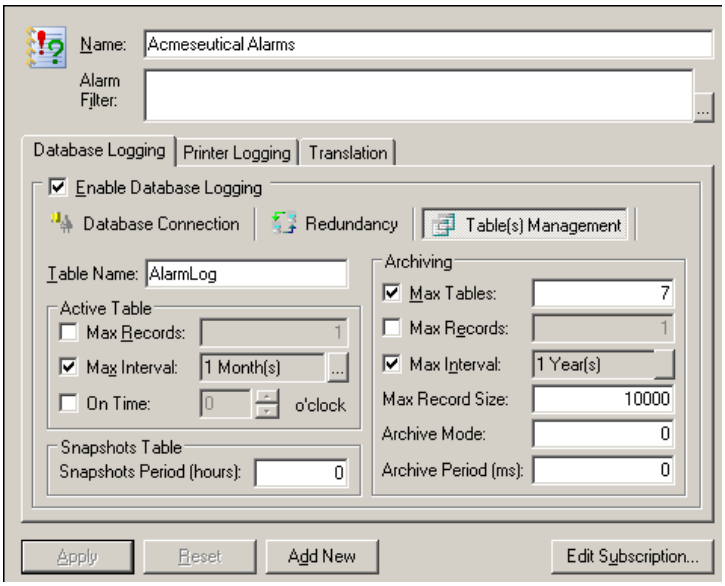

Figure L8.10 - Alarm Database Logging: Table(s) Management
34. In the **Active Table** section, check the "**Max Interval**" option and set the interval to one **(1) Month**.
35. In the **Archiving** section, check the "**Max Interval**" option and leave it as one **(1) year.**
36. Also in the **Archiving** section check the "**Max Table**" option. Set the value to **7.** The archiving system will keep seven (7) tables. Your finished configuration form should look similar to Figure L8.10.